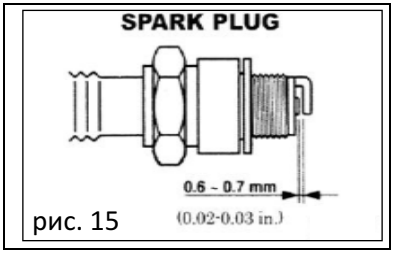

рис. 15
B. Выверните свечу зажигания, прочистите её и отрегулируйте промежуток между электродами свечи зажигания до 0.6 -0.7mm. Рис. 15